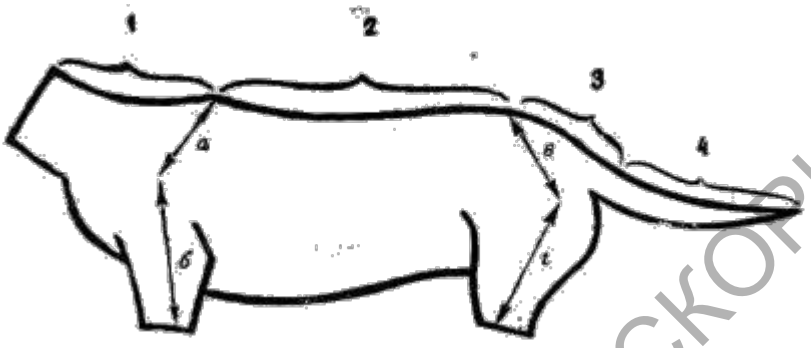

Рис. 19. Промеры тушки мелкого и среднего млекопитающего (после правильного снятия шкурки):
2) длины хвоста: от корня хвоста до его конца; концевые волосы в расчет не принимаются (рис. 19, А);
3) высоты уха: от самого нижнего края ушной раковины до вершины уха (рис. 19, Б);
4) длины задней ступни: от голеностопного сустава до конца самого длинного пальца; когти в расчет не принимаются (рис. 19, В).